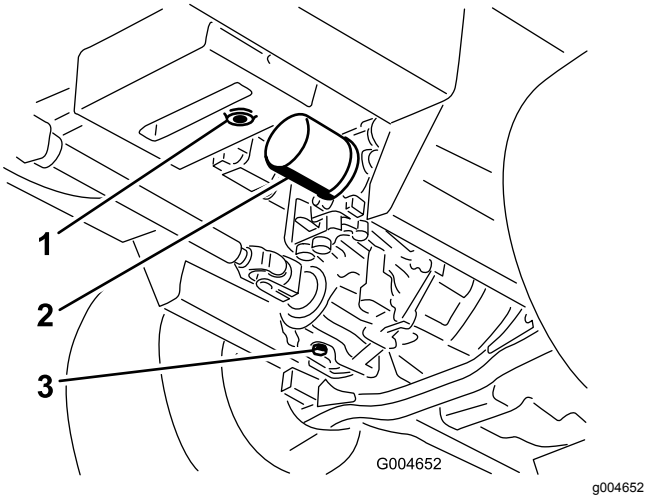

**Rysunek 58**
3. Umieść dużą miskę pod zbiornikiem hydraulicznym i skrzynią przekładniową, a następnie odkręć korki, spuszczając cały olej hydrauliczny (Rysunek 58).
4. Oczyść obszar wokół filtra oleju hydraulicznego i wyjmij filtr (Rysunek 58).